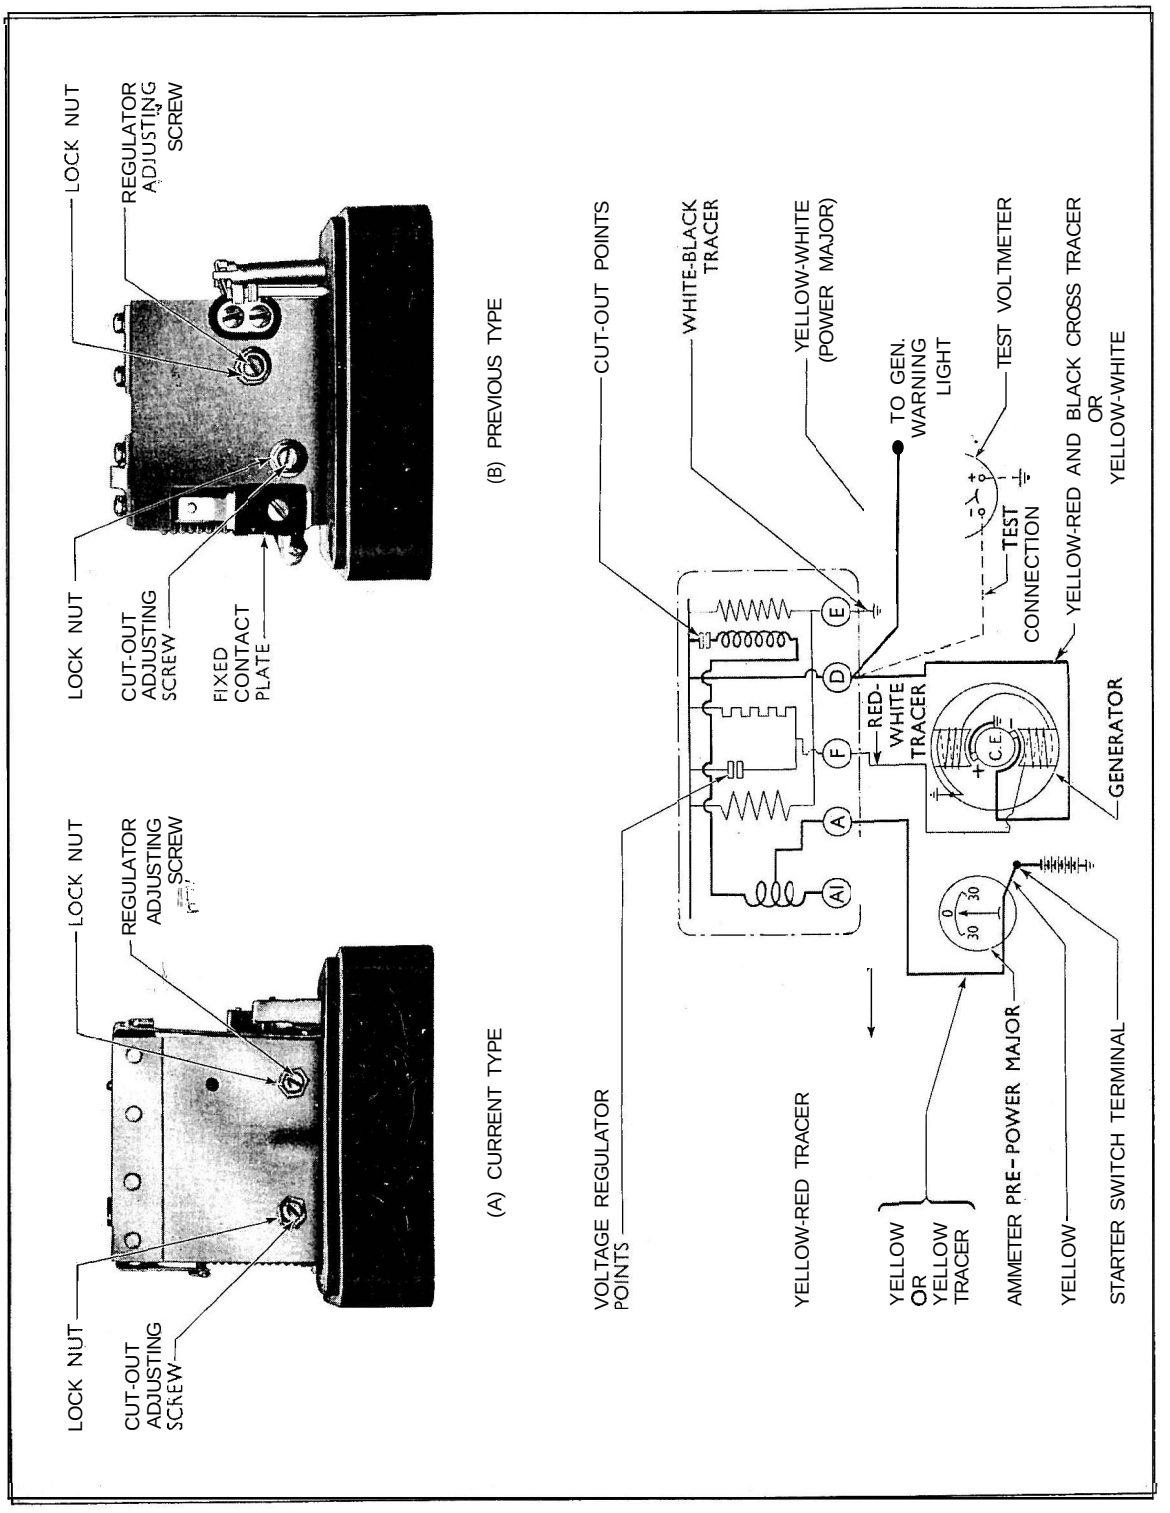
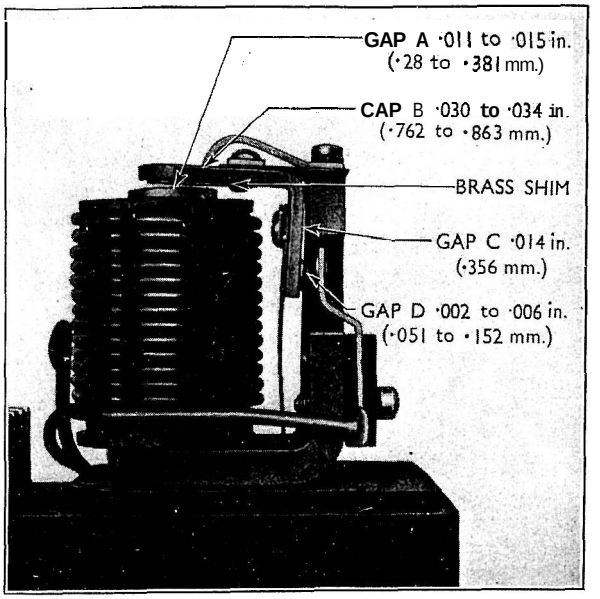

Fig. 6
Fig. 11
1. Insulate the cut-out points with a thin strip of mica or withdraw the cables from the terminals marked "A" and"A1" (see Fig. 6) and join them together.
Shut off the engine and remove!the regulator cover. Slacken the lock-nut of the regulator adjusting screw (see Fig. 6), and turn the screw in a clockwise direction to raise the setting or in an anti - clockwise direction to lower the setting. Turn the screw only a fraction of a turn at a time and then tighten the locknut. Again run up the engine and repeat as above until the correct setting is obtained.
1. Remove the screws securing the plate carrying the fixed contact to render the regulator contact\ accessible for cleaning. (See " B " Fig. 6.)
This voltage should be 12.7 to 13.3 volts. The voltage may be adjusted by slackening the locknut and turning the cut-cut adjusting screw (see Fig. 6), in an anti-clockwise direction to decrease the voltage and vice versa. Turn the adjusting screw a little at a time, tighten the locknut and re-test as above.
For general setting purposes, slacken off the cut-out adjusting screw (see Fig. 6) fully and the two screws on the regulator frame. Place a feeler in gap "A" (0.011 in. – 0.015 in. : .28 – .381 mm. and gap "C" (0.010 in. : .356 mm.). Refer to Fig. 11. Press the armature on both feeler gauges and tighten the two regulator frame screws.